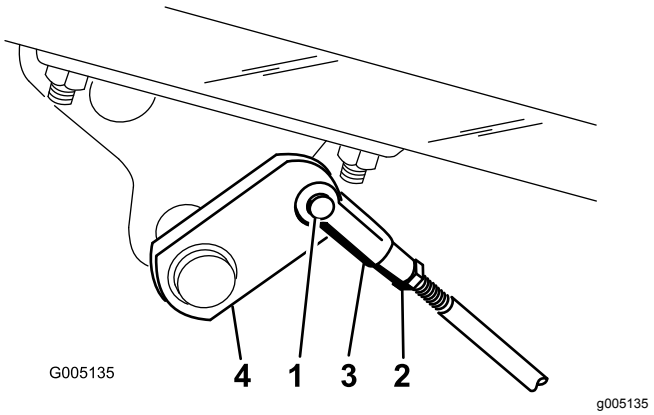

Figur 56
2. Koppla bort bromsstängerna genom att ta bort saxpinnen och sprintbulten om bromsarna inte låser sig lika mycket (Figur 56).
3. Lossa kontramuttern och justera sprinten (Figur 56).
4. Montera sprinten på bromsaxeln (Figur 56).